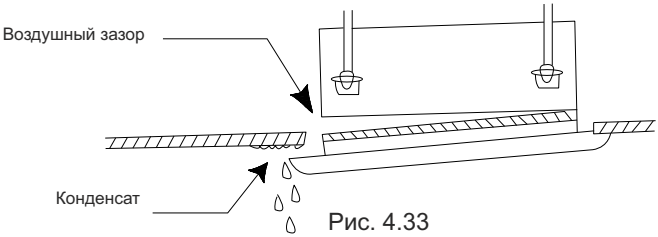

Рис. 4.33
(2). Некорректное закручивание винтов и перекос панели может привести к неисправностям (см. Рисунок 4.33):